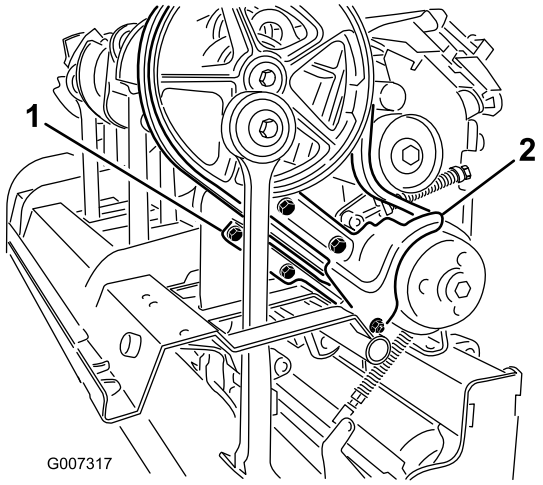

**Figur 32**
3. Ta bort fästelementen som håller smutsskyddet och det nedre remskyddet på plats (Figur 32). Ta bort smutsskyddet och det nedre remskyddet.